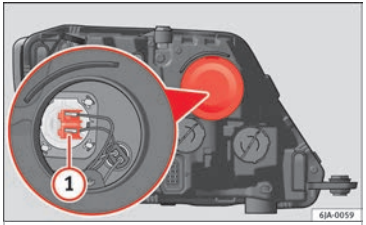

Fig. 90 Changing main beam headlight bulbs.
– Remove connector ››› **Fig. 90** ① by pulling outward.